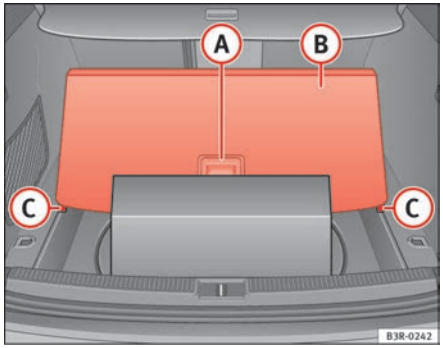

Fig. 124 Floor panel raised
– Take hold of handle (A) ⇒ fig. 124, lift the floor panel (B) and line up the bottom corners of the floor panel with the recesses (C).
– Take hold of handle (A) ⇒ fig. 124 and fold out the floor panel as far as the rear backrest.
– Take hold of the handle (A) ⇒ fig. 124 and fold out the floor panel as far as the rear backrest.
Small items can also be stored **under** floor panel (B) ⇒ fig. 124.